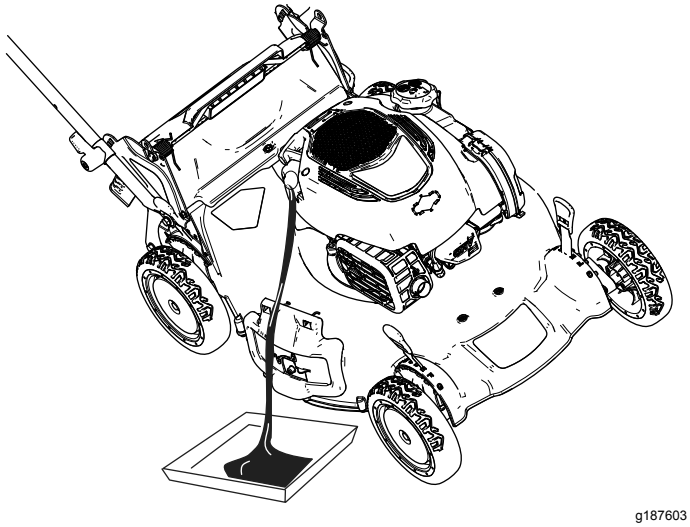

Figur 34
4. Tip maskinen over på siden (så luftfilteret vender opad), så olien kan løbe ud af oliepåfyldningsrøret (Figur 34).